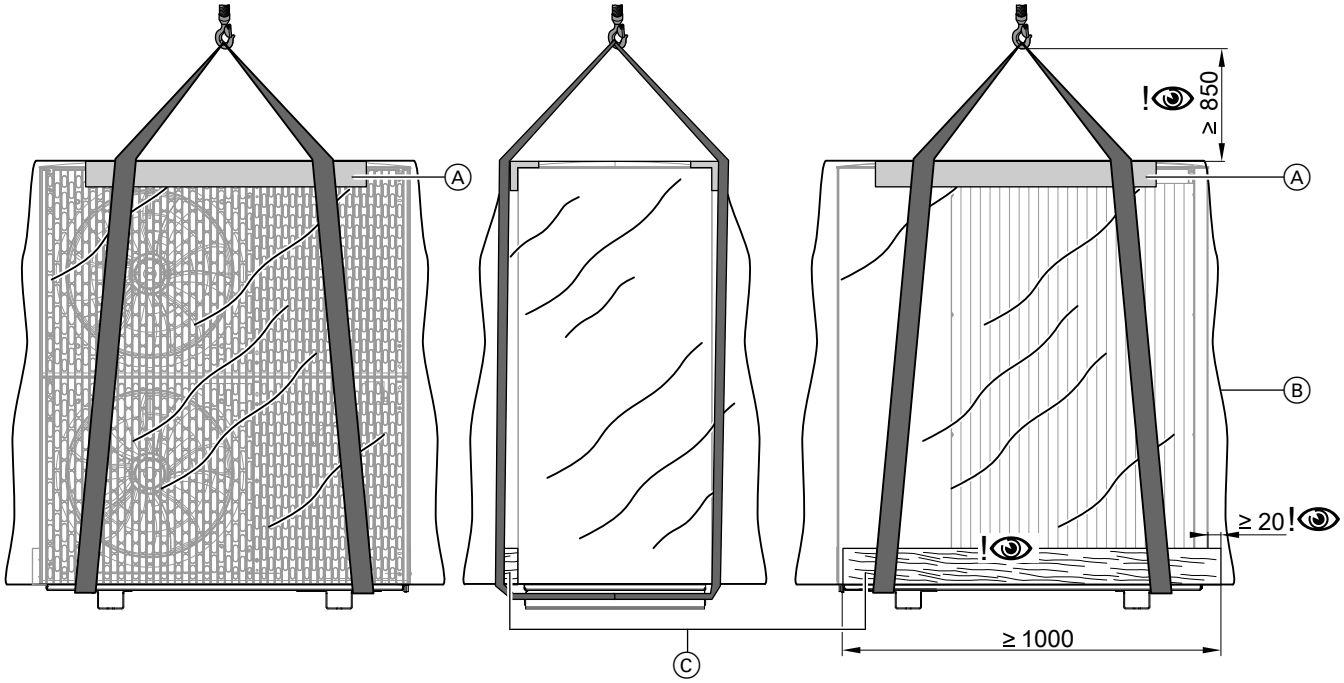

Abb. 8 Transport mit Kran am Beispiel der Außeneinheit mit 2 Ventilatoren
3. Kantenschutzwinkel bauseits an der vorderen und hinteren Oberkante der Außeneinheit anlegen. Gurtbänder fachgerecht um die Außeneinheit legen: Siehe Abb. 8.